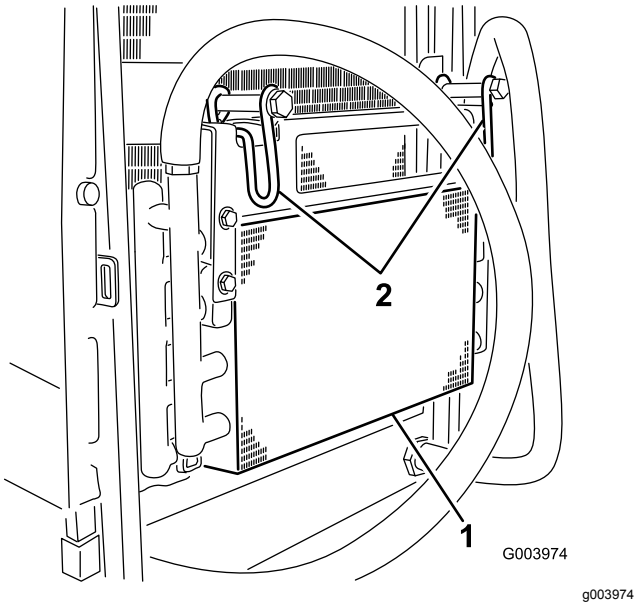

Figur 66
5. Vrid spärrhakarna inåt för att frigöra oljekylaren (Figur 66).